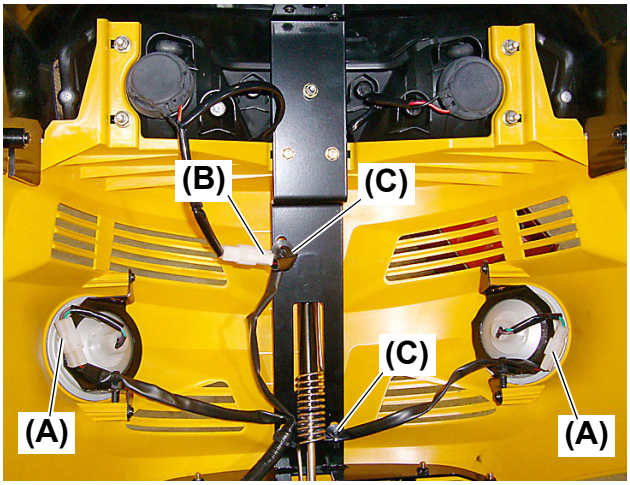

Fig. 3
3. Disconnect the harness at coupler **(Fig. 3, (A))**.
4. Remove the harness clips **(Fig. 3, (C))** from the hood hinge.
5. Remove the harness from the headlight connectors **(Fig. 3, (B))**.